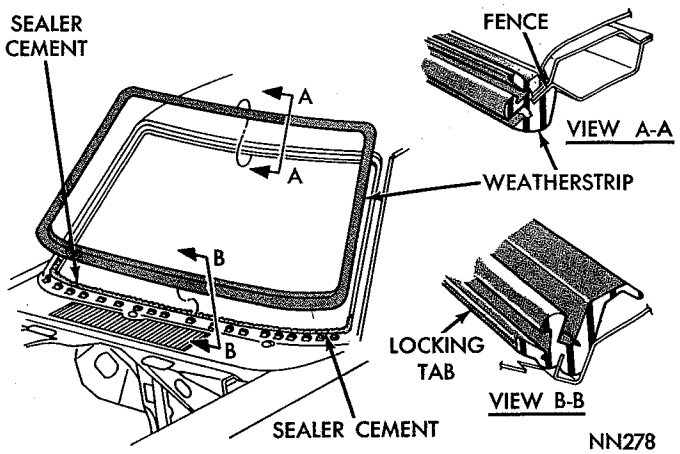

*Fig. 3—Windshield Weatherstrip (Belvedere—Satellite)*
(3) Unlock weatherstrip (Fig. 3) by prying lip of weatherstrip apart, inserting a fibre wedge, and with a slight twist to wedge, unlock weatherstrip by moving tool around weatherstrip.
(4) Carefully loosen weatherstrip from glass inner and outer sides.
(5) With an assistant supporting one end of windshield, exert pressure, from inside car, to force windshield out of weatherstrip and carefully remove from opening.
(6) Whenever a glass has cracked from pressure at the fence area, remove weatherstrip and correct cause of crack. The fence should be straight, smooth, without burrs or high spots.
(7) Inspect weatherstrip for damage.
into locked position (Fig. 3).